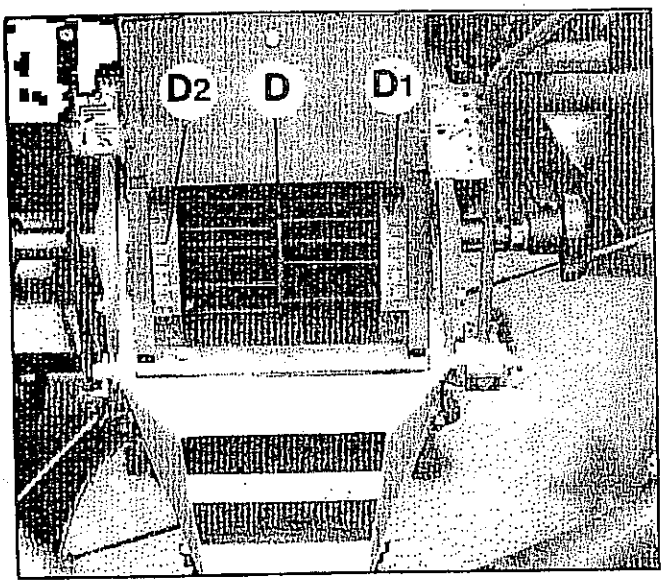

Fig.7
Ein Grob- (D) und zwei Feindosierräder (D1 + D2; Fig. 7) mit drei Stellmöglichkeiten und die stufenlose Drehzahlverstellung variieren die Aussaatmenge.